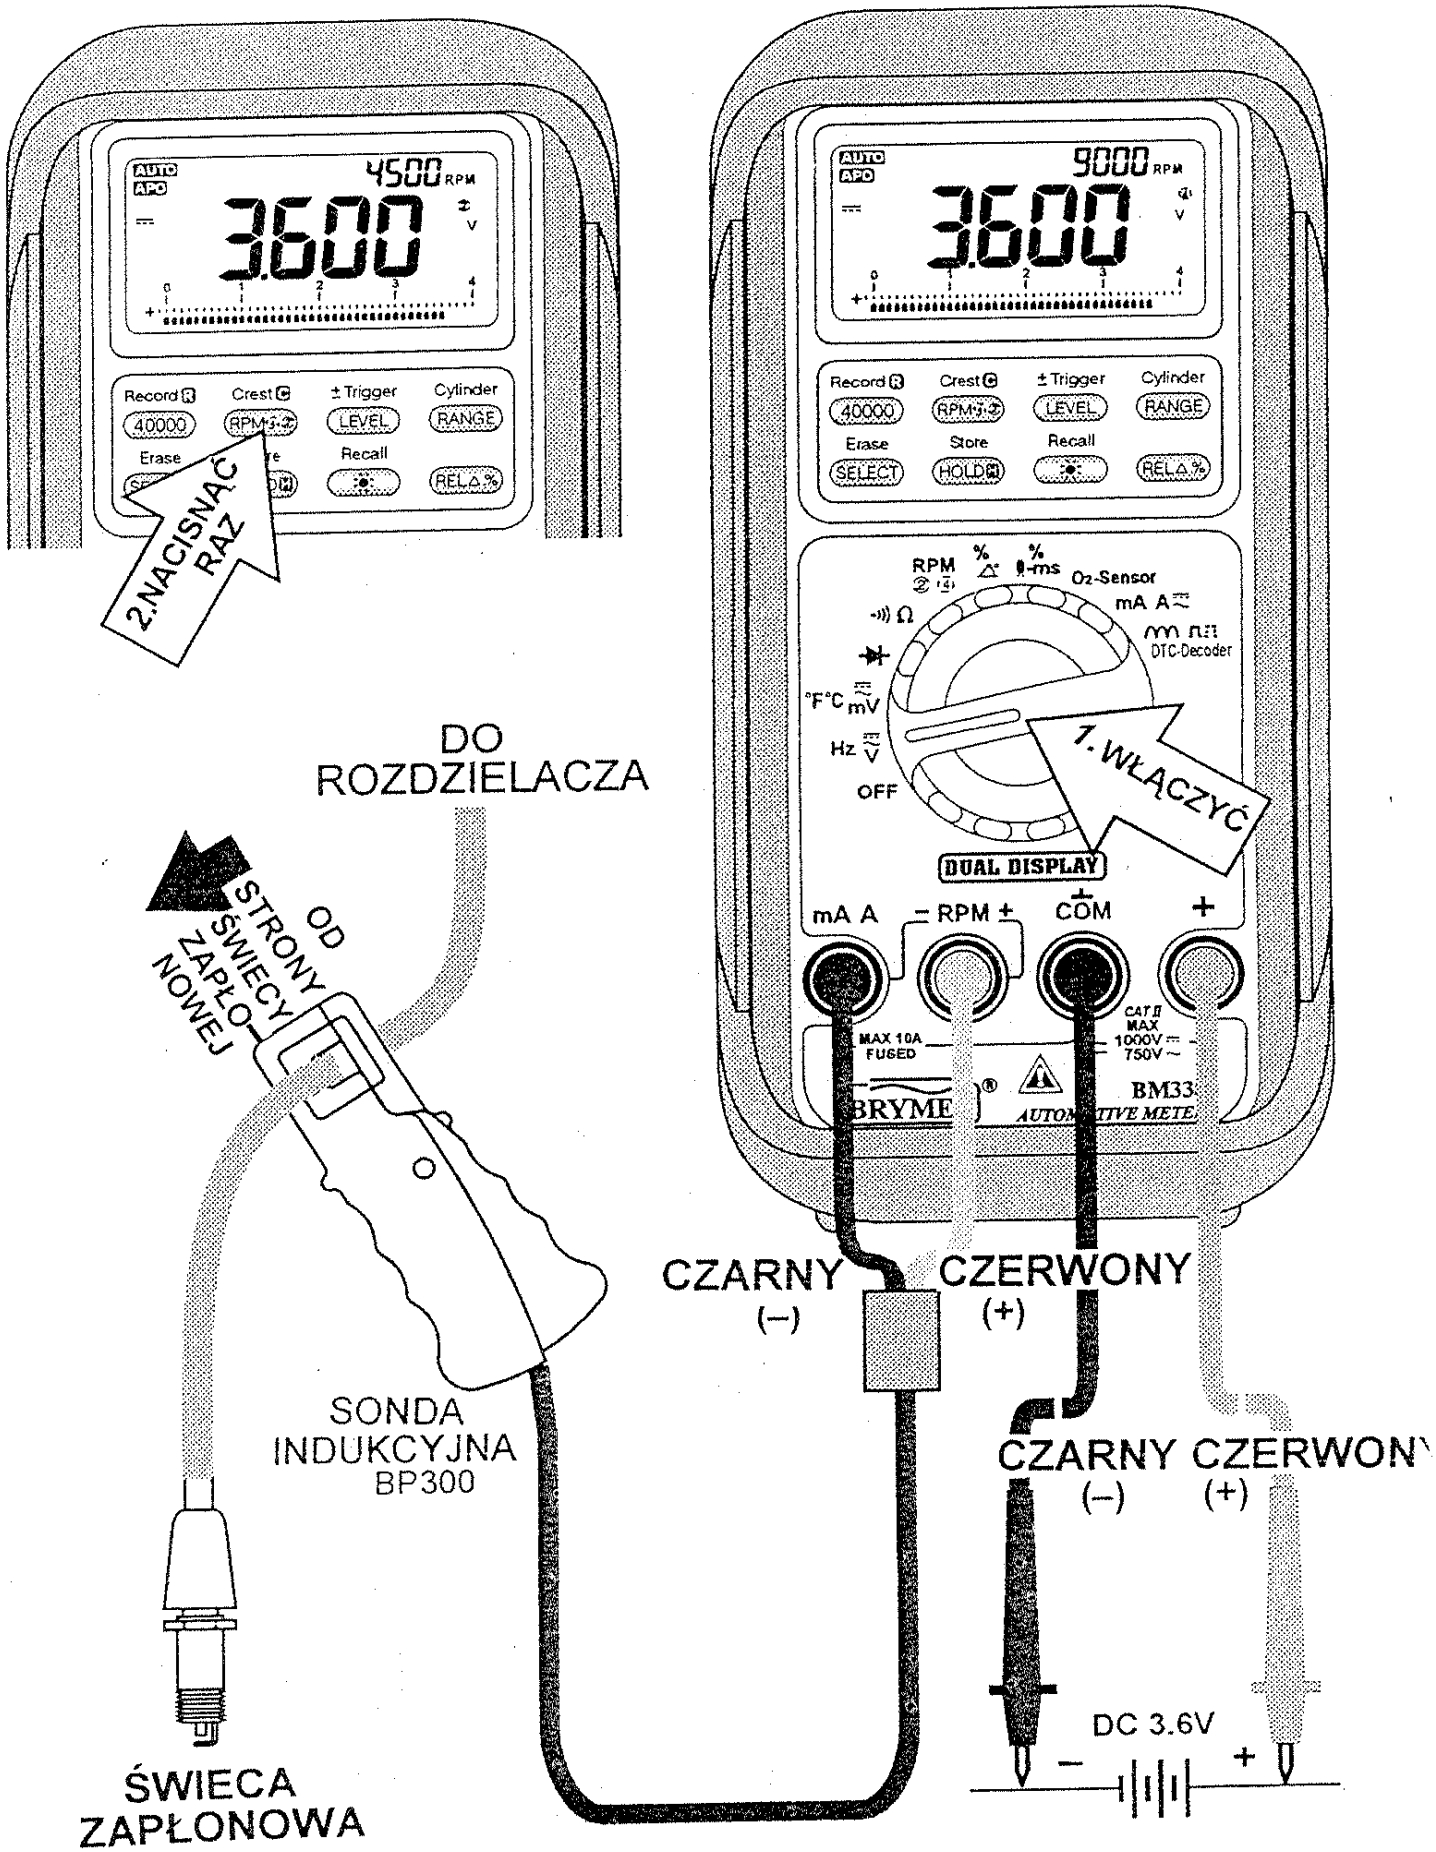

Rys. 4 Pomiar obrotów na wyświetlaczu pomocniczym
2) Naciskając przycisk RPM④② można przełączać się między pomiarem liczby obrotów silnika 2-suwowego i typu DIS RPM② a pomiarem liczby obrotów silnika 4-suwowego RPM④.
4) Zacisnąć szczęki sondy indukcyjnej na przewodzie świecy zapłonowej, pamiętając jednocześnie o tym aby znak strzałki na obudowie sondy był skierowany w stronę świecy, patrz rys. 4. Upewnić się też, czy szczęki sondy są całkowicie zamknięte.